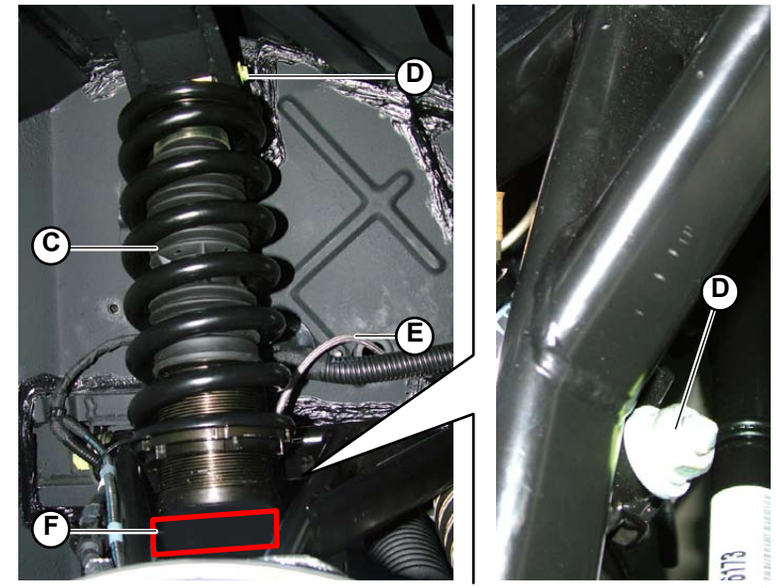

Fig.2
1. Assemble the shock absorber (**C-Fig.2**), locking it into place with the two special bolts (**D-Fig.2/3**) (one upper and one lower).
2. Connect the lifting system's pipe (**E-Fig.2**) onto the shock absorber.
To identify the type, check the part number printed on the shock absorber (F-Fig.2).